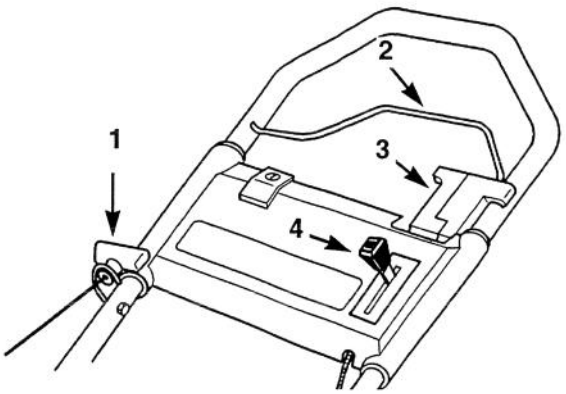

**Figure 2**
1. COMMANDES - la commande de traction (modèle autotracté seulement), la commande des gaz, la barre de commande d'arrêt du moteur et le démarreur au doigt sont situés sur le guidon (Figure 2).